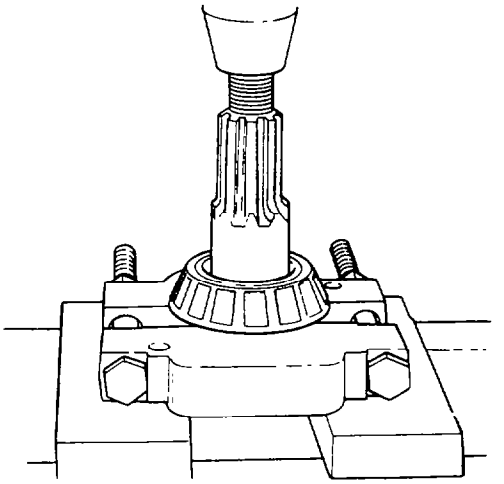

Fig. 347 — Removing Inner Pinion Bearing
d. Remove the bolts (item 42) and washers (item 41) securing the pinion cage (item 40) to the carrier (item 28); use a hammer and brass or soft drift to drive the pinion assembly out of the carrier. DO NOT allow the pinion assembly to fall onto the ground or other hard surface. Take note of the thickness and number of the shim (item 39) under the flange on the pinion cage, for easier adjustment during reassembly.
e. Secure the drive flange (item 44) in a bench vice then remove the locknut (item 46) and washer (item 45) from the assembly; use a soft drift and hammer to drive the pinion shaft from the flange; DO NOT allow the pinion shaft to fall onto the ground or other hard surface.
f. Remove the inner and outer bearing cups (item 38) from the pinion cage, after removing the oil seal (item 43).
g. Remove the spacer (item 37) from the pinion shaft, then using a press and suitable collar, remove the inner pinion bearing (item 36) and pilot bearing (item 31) from the pinion shaft (see fig. 347).